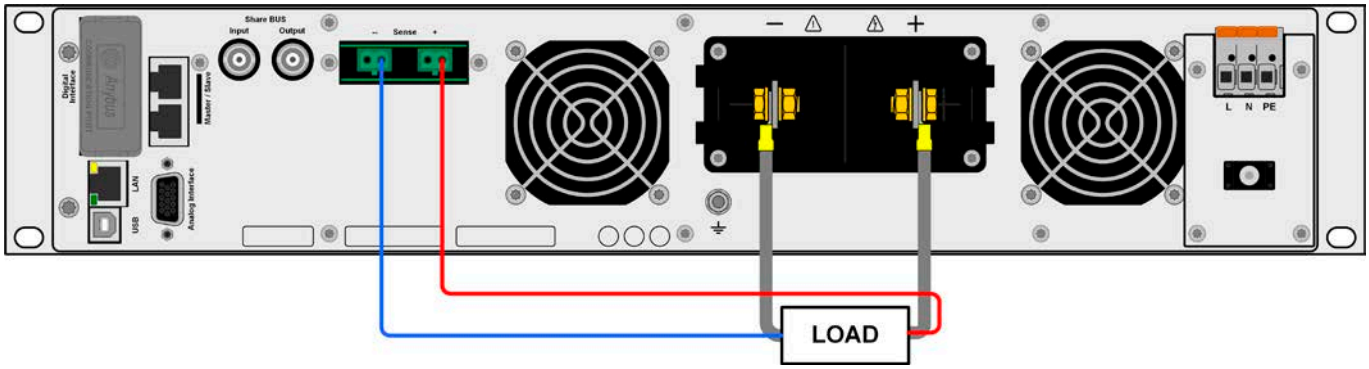

Bild 12 - Beispiel für eine Sense-Verdrahtung (DC- und Sense-Abdeckungen zu Zwecken der Veranschaulichung weggelassen)
- Die Fernfühlung ist nur im Konstantspannungsbetrieb (CV) wirksam und der Fernfühlungsanschluß sollte möglichst nur solange angeschlossen bleiben, wie CV benutzt wird, weil die Schwingneigung eines getakteten Systems durch Verbinden der Fernfühlung generell erhöht wird
- (+) Sense darf nur am (+) der Last und (–) Sense nur am (–) der Last angeschlossen werden. Ansonsten können beide Systeme beschädigt werden. Siehe *Bild 12* unten.